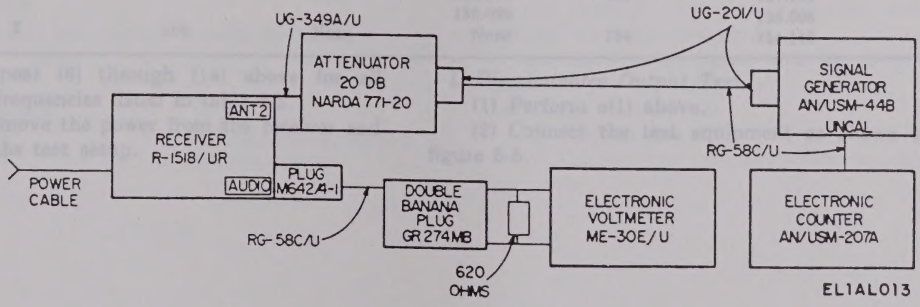

Figure 6-5. Dial readout error test connection.
(1) Perform *a*(1) above.
(2) Connect the test equipment as shown in figure 6-5.